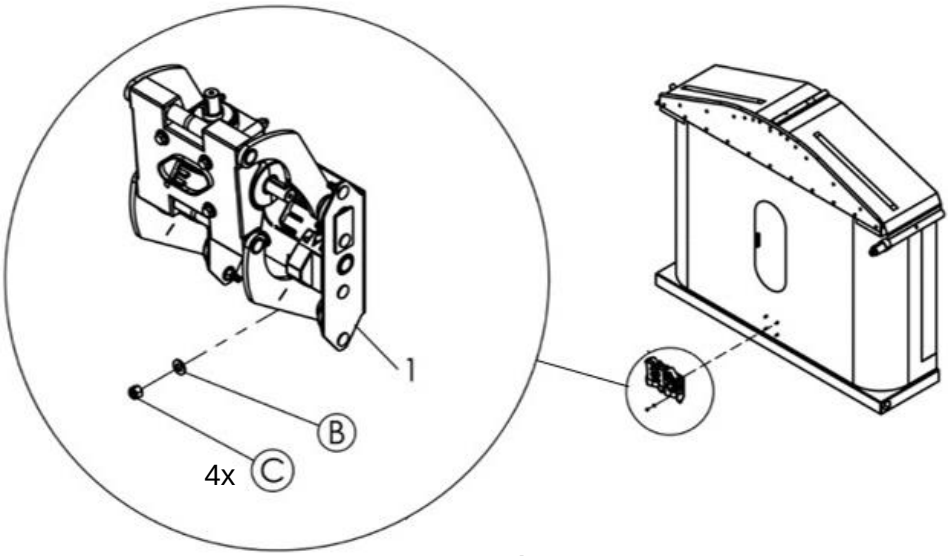

Figure 4
6. **Figure 4.** Align the central mechanism (1) on the bolts and install the washers (B) and the nuts (C). (Hardware kit : **710R0141**)